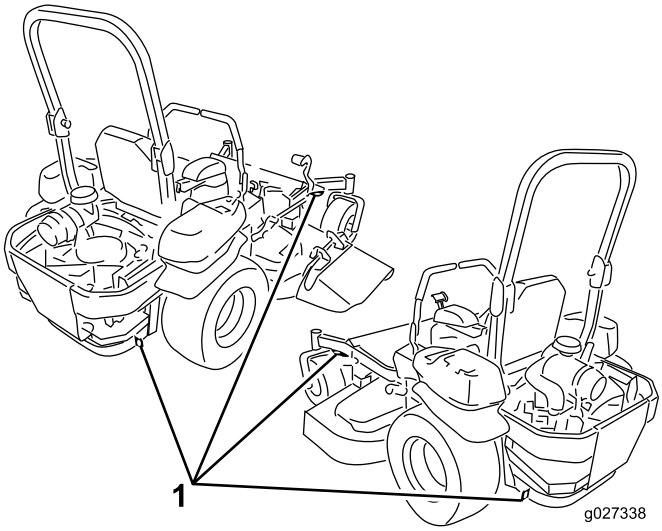

Figur 38
5. Använd fästöglorna av metall på maskinen för att säkra den på släpvagnen eller lastbilen med hjälp av spännband, kedjor, kablar eller rep (Figur 38).